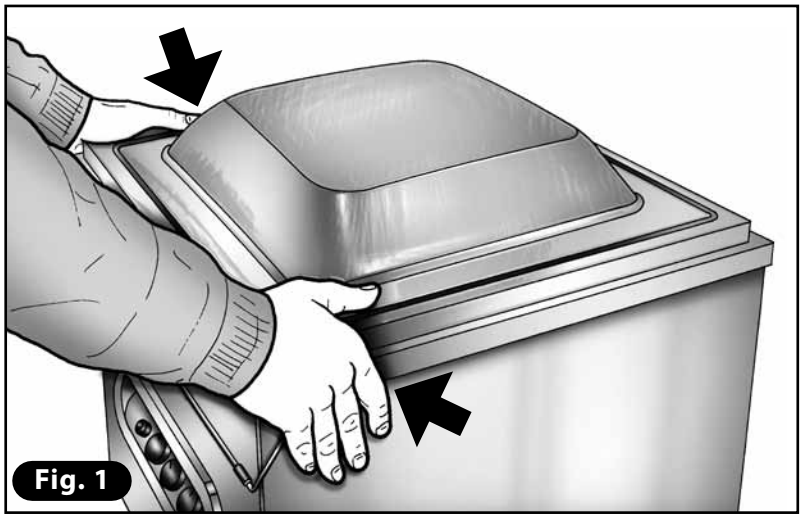

Fig. 1
2) Choose a bag suitable for the product to be packed (the product must take up 2/3 of the bag volume). Insert inside the vacuum chamber the bag **(D)**,containing the product to be packed and centre it on the sealing bar **(E)**, so that the open edge projects by about 20mm beyond the bar. For models with bar length sufficient to pack a number of bags simultaneously and for multi-bar models, distribute the bags at regular distances (=) **(Fig. 1)**.
Lower the lid using both hands, pressing the corners slightly **(Fig. 1)**. The machine will start the work cycle according to the vacuum and sealing values set.